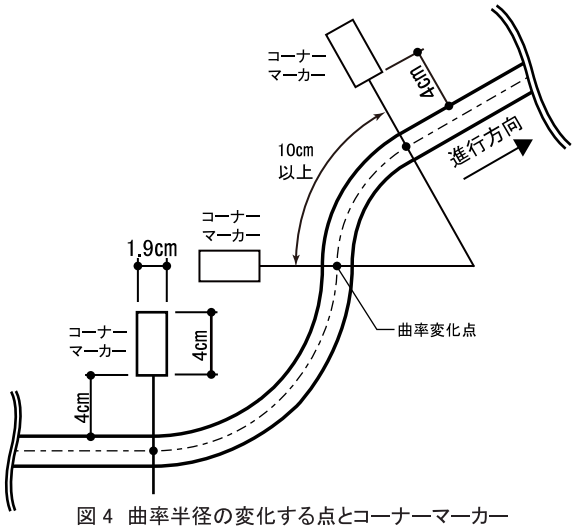

図 4　曲率半径の変化する点とコーナーマーカー
2-8 ラインの曲率が変化する地点には、進行方向左側の定められた位置にコーナーマーカーが貼付される。(図 4 参照)
6.　コースは、曲率の変化する円弧が連続する場合もある (図 4 参照)。